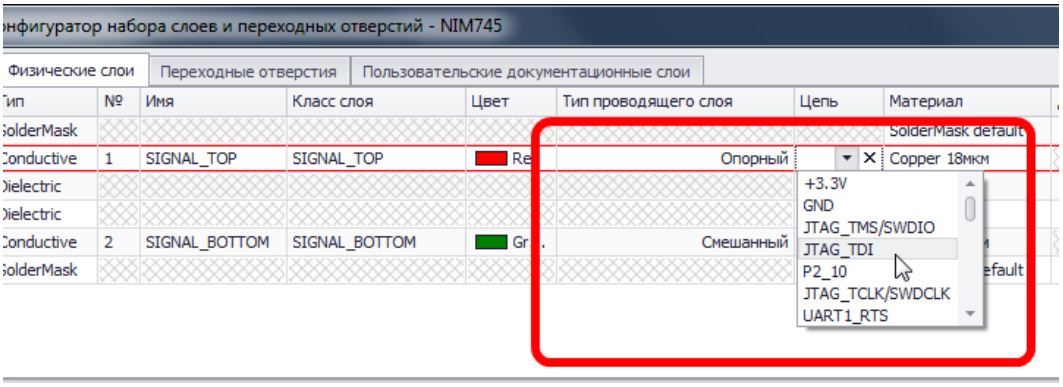

Рис. 669. Выбор цепи для опорного слоя
2. Выбрать нужную цепь в колонке «Цепь», которая раз блокировалась для слоя, см. Рис. 669. В списке присутствуют все цепи, созданные в проекте.